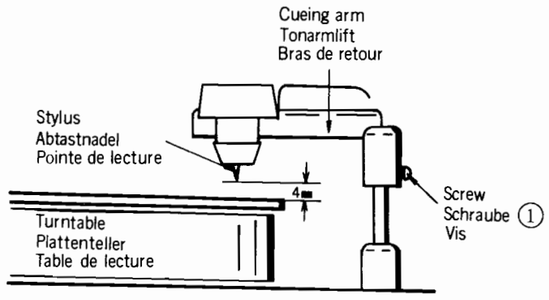

Fig. 21
3. Tonarmhöhe (siehe Abb. 21).
3. Hauteur de bras de lecture (Voir Fig. 21)